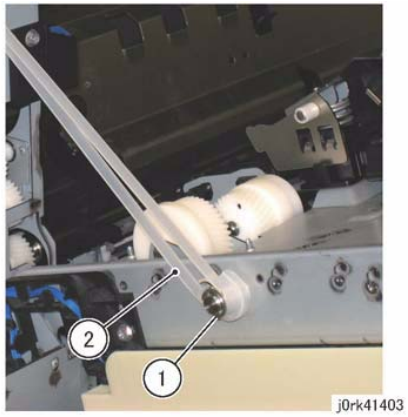

Figure 3 Rear Support
6. Remove the Rear Support from the L/H Cover Unit. (Figure 3)